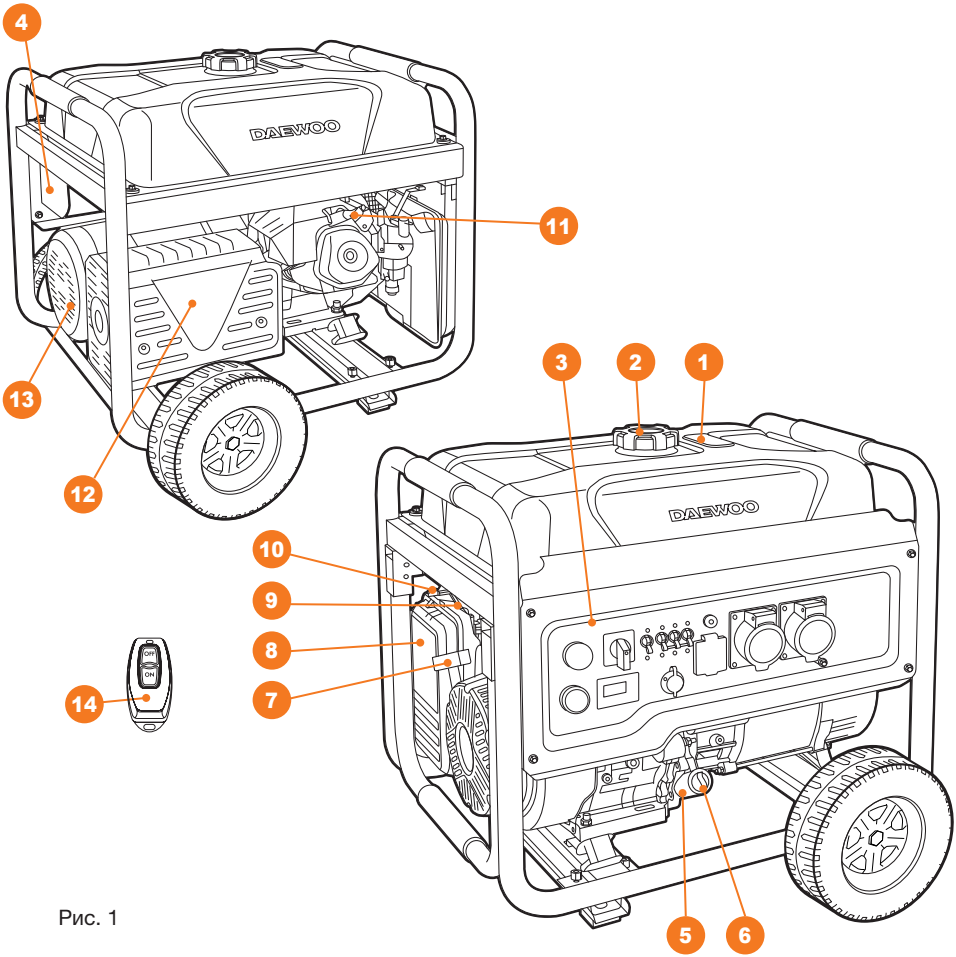
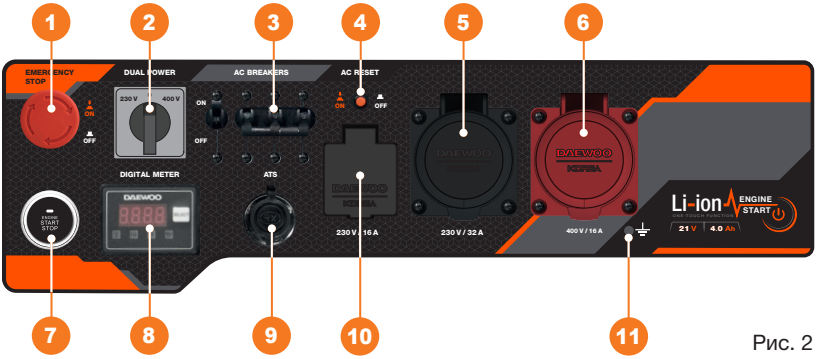

Рис. 1
Рис. 2
- Перед запуском генератора установите аккумулятор в специальный отсек ❹ (Рис. 1).
- Выберите необходимый режим напряжения на переключателе ❷ (Рис. 2).
- Отключите все ранее подключенные источники питания и поверните кнопку экстренной остановки ❶ (Рис. 2) по стрелкам до щелчка. При щелчке кнопка выскакивает в сторону оператора, это нормальная работа кнопки.
- Откройте топливный кран ❾ (Рис. 1), переведите рычаг в положение «**ОТКРЫТО**» (**OPEN**).
- Нажмите кнопку запуска генератора ❼ (Рис. 2) в одно касание, при ручном запуске потяните ручку стартера ❼ (Рис. 1).
- Переведите рычаг воздушной заслонки ❿ (Рис.1) в положение «**ЗАКРЫТО**». (Во время горячего запуска двигателя заслонка может оставаться открытой).
- Плавно вытяните рукоятку стартера 7 (Рис. 1) на 5-10 см, пока не почувствуете сопротивление. Затем плавным, но быстрым (без рывка) движением вытяните стартер.
- Переведите рычаг воздушной заслонки 10 (Рис. 1) в положение «**ОТКРЫТО**».
В случае экстренной ситуации нажмите (утопите) кнопку экстренной остановки 1 (Рис. 2). Двигатель генератора при этом остановится незамедлительно.